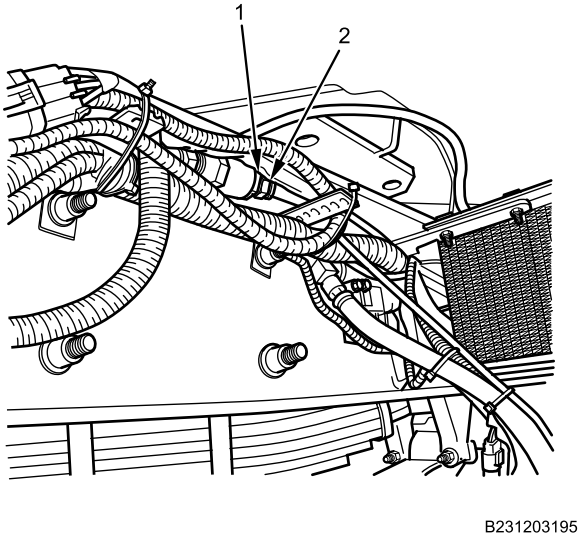

Figure 4. Quick Disconnect Air Hose Rear of Transfer Case Oil Cooler .
5. Disconnect air line (Figure 4, Item 2) from double check valve quick connect fitting (Figure 4, Item 1).